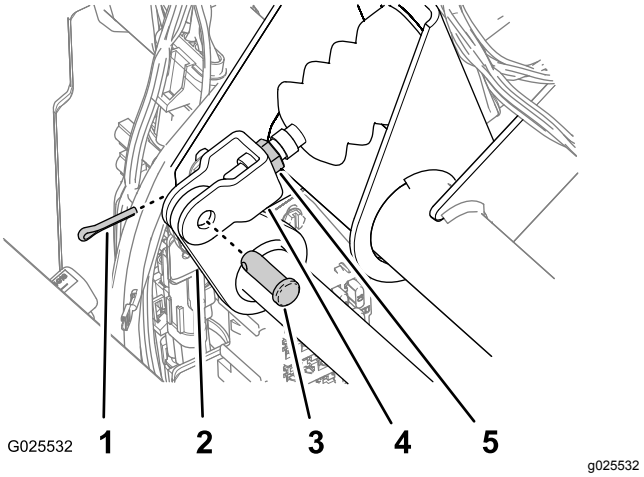

**Figur 76**
2. Fjern splinten og splittpinnene som fester hovedsylinderkrysshodet til bremsepedaltappen (Figur 76).
4. Løsne låsemutterne som fester krysshodet til hovedsylinderstangen (Figur 76).
5. Juster krysshodet til hullene i krysshodet er på linje med hullet i bremsepedaltappen (Figur 76).
6. Deretter fester du krysshodet til pedaltappen med splittpinnen og splinten (Figur 76).
7. Stram låsemutteren som fester krysshodet til hovedsylinderstangen (Figur 76).